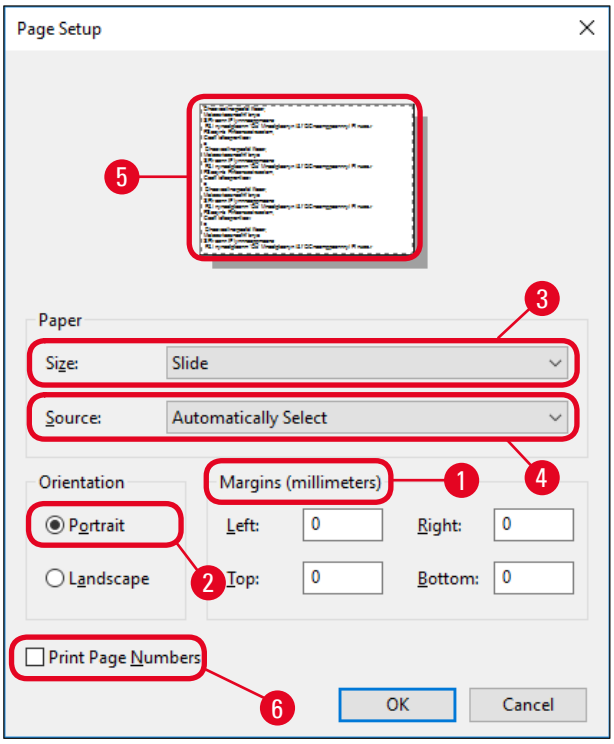

Afb. 41
3. Eerst moeten de pagina-instellingen worden geconfigureerd: Klik op **File** > **Page Setup** om het **Page Setup** dialoogvenster (→ "Afb. 41") te openen.